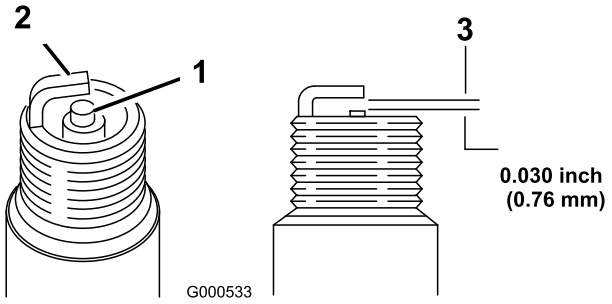

Figuur 26
5. Stel de elektrodenafstand in op 0,76 mm (Figuur 26).